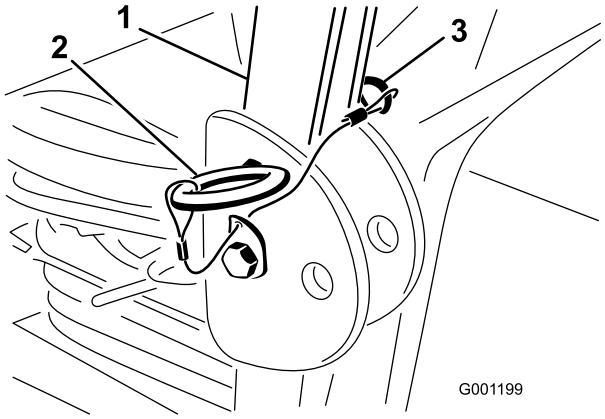

Figur 29
1. Fjern splitterne og de to pinde for at sænke styrtbøjlen (Figur 29).
3. Monter de to pinde, og fastgør dem med splitterne (Figur 29).
4. Fjern splitterne og de to pinde for at hæve styrtbøjlen (Figur 29).
5. Hæv styrtbøjlen til oprejst position, og monter de to pinde, og fastgør dem med splitterne (Figur 29).